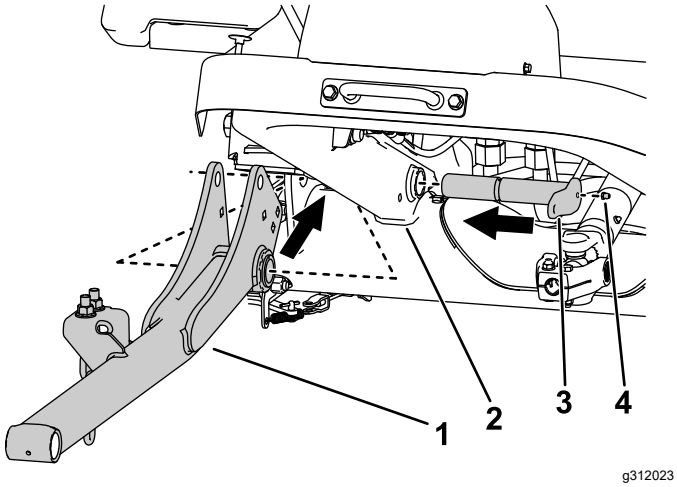

**Figura 6**
2. Montate i bracci di sollevamento al telaio della macchina con 2 perni grandi (Figura 6).
3. Montate i raccordi d'ingrassaggio sui perni grandi (Figura 6).